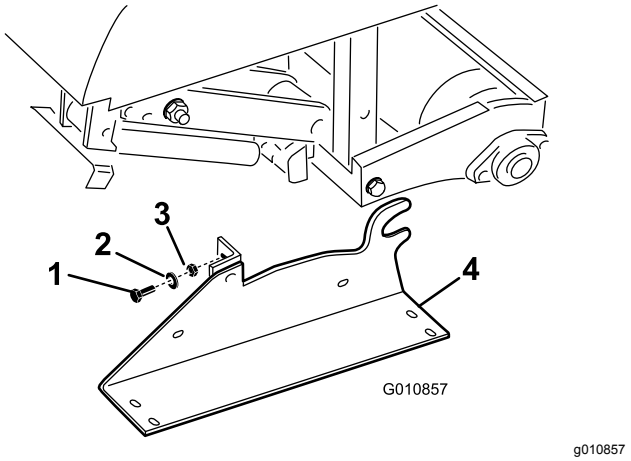

Figur 33
2. Fjern boltene, låseskivene og mutterne som fester lagringspilarene på hver side av luftemaskinen (Figur 33).